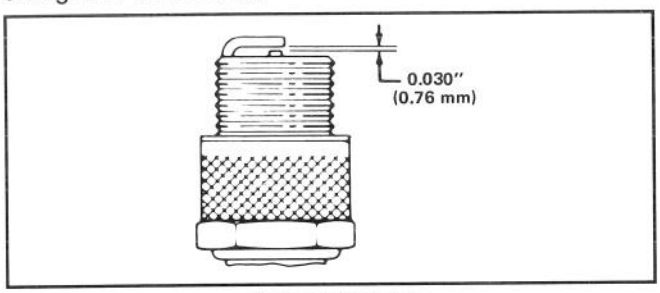

Afbeelding 16
3. Stel de elektrodenafstand af op 0,76 mm (Afb. 16). Installeer de juiste bougie en pakking en draai de bougie stevig vast tot 20 N·m.